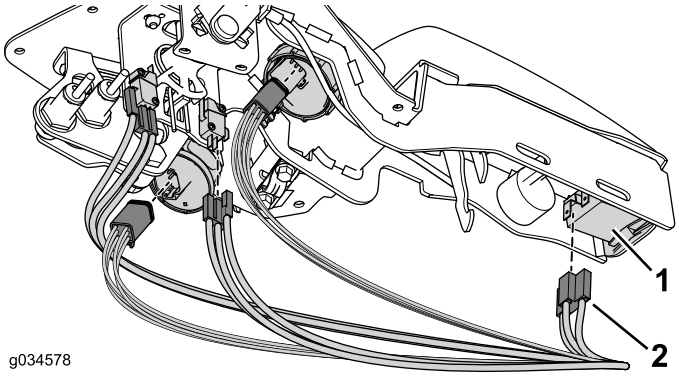

Figura 30
5. Conecte el arnés de cables a los conectores correspondientes (Figura 30).